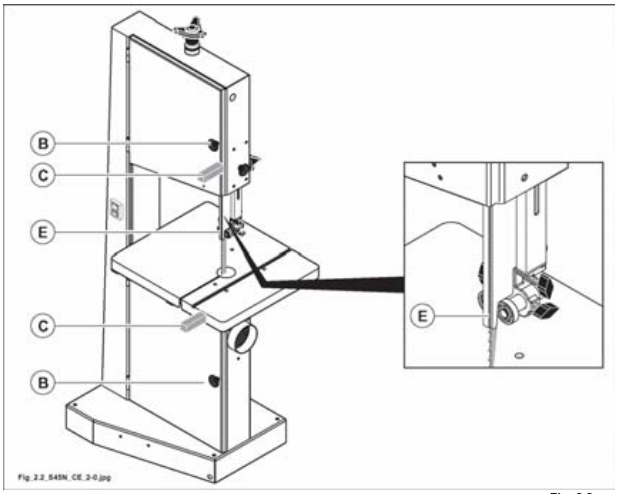

Fig. 2.2
2.2 DISPOSIZIONE E DESCRIZIONE DEI DISPOSITIVI DI SICUREZZA (FIG. 2.2)